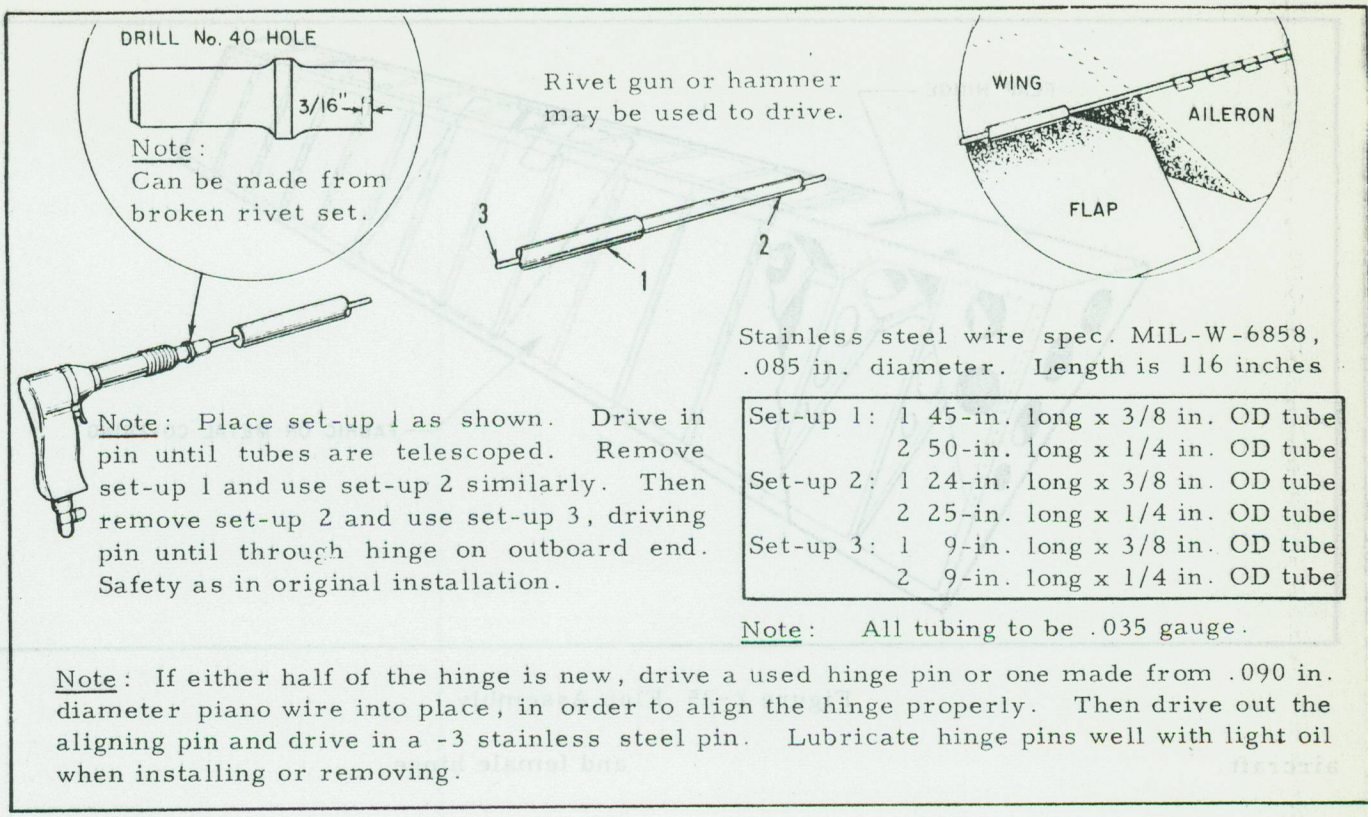

Figure 2-24 Aileron Hinge Wire Installation
(1) Place the aileron in position and mate the hinges.
(2) Drive in aileron hinge wire using a setup as shown in Figure 2-24.
(3) Fit hinge wire into safety lug at inboard end of aileron. Fit safety lug at outboard end and squeeze lug together to secure hinge wire.
(4) Connect the aileron tab flexible drive shaft to the 90-degree drive in the wing. Raise the left aileron to the full up travel, pull out the leather boot and tie to the flexible shaft with safety wire. Aileron travel must not be restricted by the flexible drive shaft or the boot.
(5) Connect bonding straps at inboard and outboard ends of aileron.